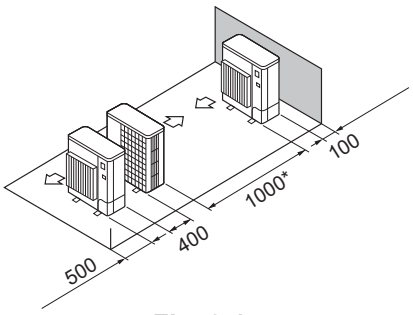

Fig. 2-17
⑤ Disposizione di unità singole parallele (Fig. 2-17)